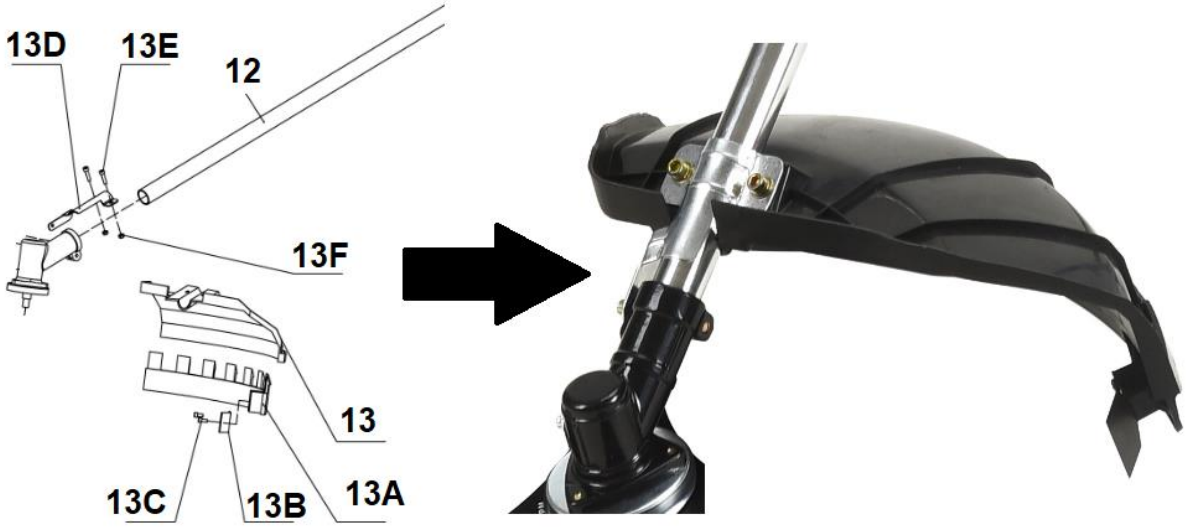

Rys. 3
Zachowaj ostrożność przy kontakcie z nożem obcinającym żyłkę (Rys. 3, poz. 13B), który znajduje się pod krawędzią osłony głowicy i przykręcony jest do niej 2 wkrętami (Rys. 3, poz. 13C).
1. Przykręć z góry rury, osłonę bezpieczeństwa składającą się z 2 elementów (Rys. 3, poz. 13 i 13A) za pomocą 2 śrub (Rys. 3, poz. 13E) i zacisku montażowego (Rys. 3, poz. 13D) a z dołu rury (Rys. 3, poz. 12)
za pomocą 2 nakrętek (Rys. 3, poz. 13F) jak na Rys. 3.